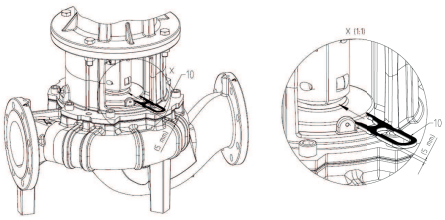

Fig. 47: Placering av montagegaffel
10. Skjut in montagegaffeln (Fig. 47) mellan lanternan och kopplingen. Montagegaffeln ska passa in utan spel.